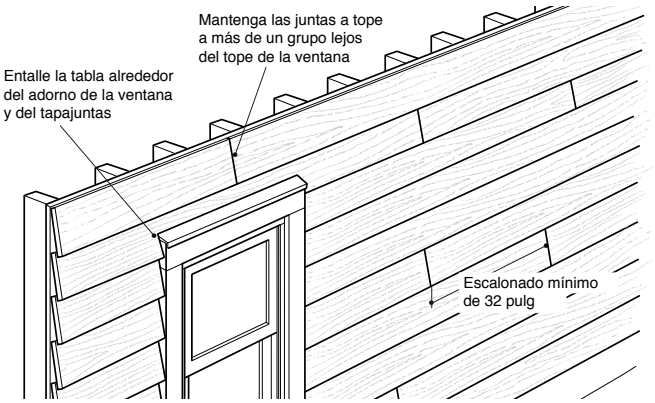

fig. 5
- Para obtener los mejores resultados, las juntas a tope deben ser colocadas en una distribución al azar y escalonadas a un mínimo de 32 pulgadas o 2 tramos de vigas aparte entre los grupos (fig. 5).